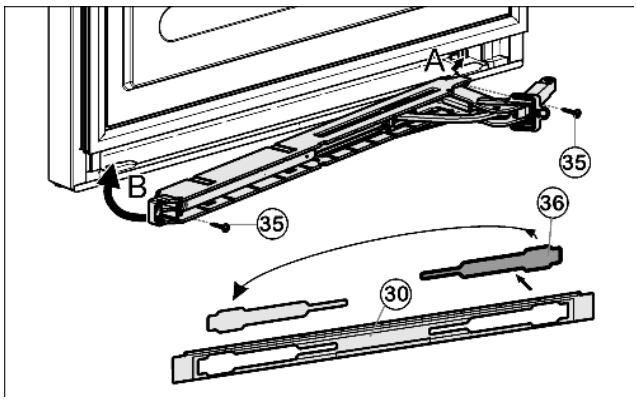

Fig. 19
- ▶ Abdeckung *Fig. 19 (36)* aus der Blende *Fig. 19 (30)* lösen und auf der anderen Seite wieder einsetzen.
- ▶ Schließdämpfereinheit mit dem Gelenk an der Scharnierseite einhaken (A) und einschwenken (B).
- ▶ Schließdämpfereinheit festschrauben (2 mal Torx 15) *Fig. 19 (35)*.